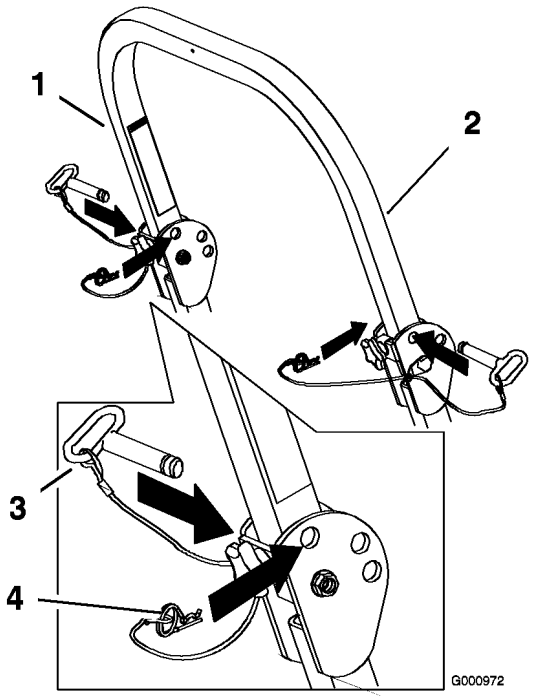

Figur 6
2. Ta loss hårnålssprintarna och ta bort de två tapparna (Figur 6).
4. Sätt tillbaka de två tapparna och säkra dem med hårnålssprintarna (Figur 6).
5. Fäll upp störtbågen genom att lossa hårnålssprintarna och ta bort de två tapparna (Figur 6).
6. Fäll upp störtbågen till upprätt läge, sätt i de två tapparna och spärra dem med hårnålssprintarna (Figur 6).